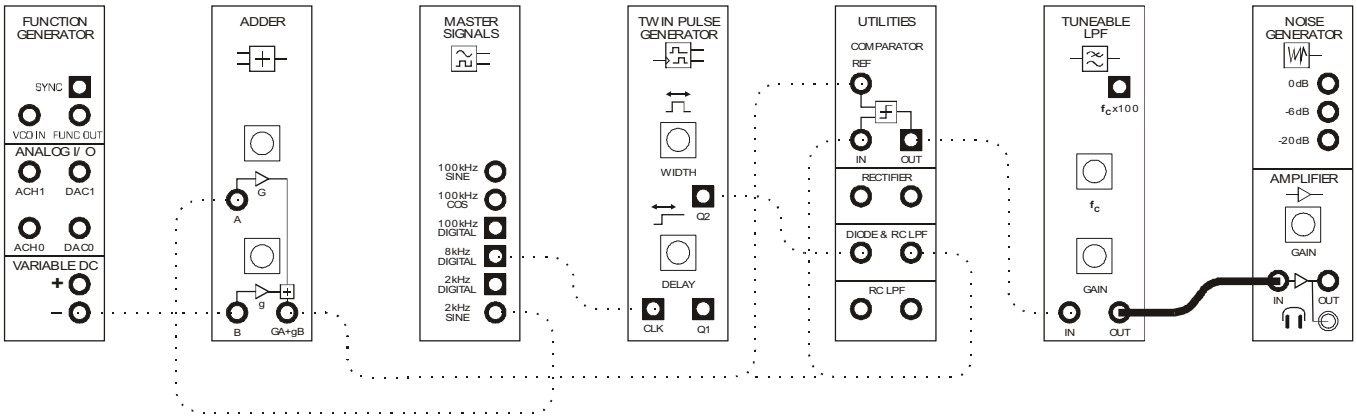

Figure 16
48. Add the Amplifier module to the set-up as shown in Figure 16 below leaving the scope's connections as they are.